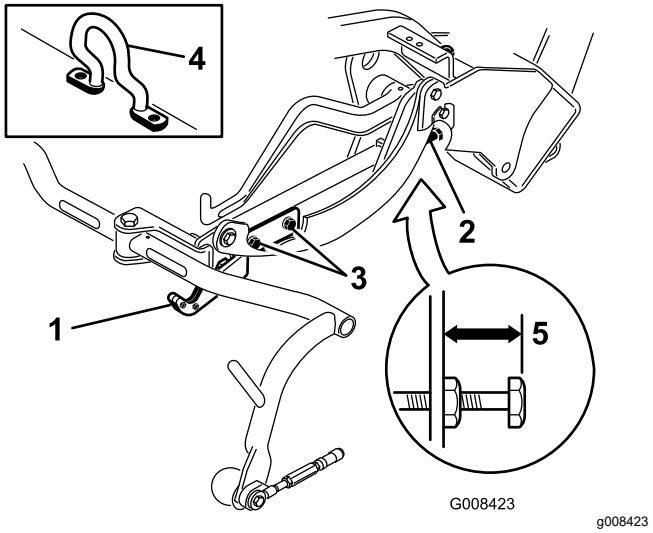
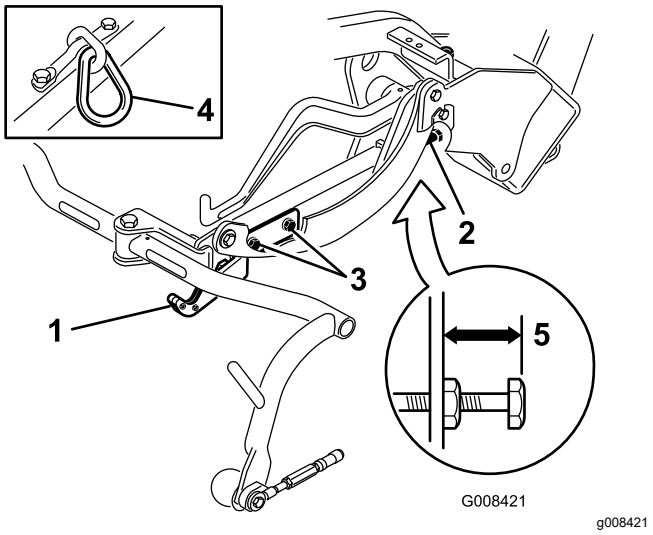
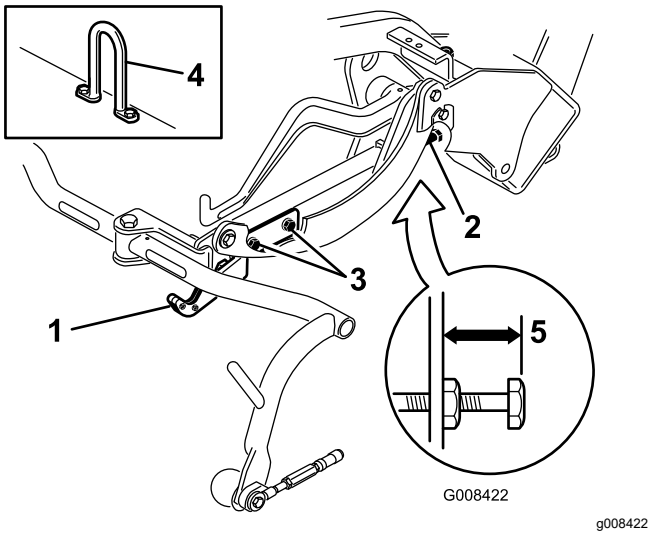

Figure 10
Figure 11
Figure 12
Vérifiez la hauteur de transport (Figure 11 et Figure 12) et ajustez-la au besoin.
2. Sur les unités de coupe équipées d'un crochet de levage décentré (Figure 10, détail), vérifiez qu'un espace de 25 mm existe entre le haut de la vis de réglage du bâti porteur et l'arrière du bâti porteur. Si l'espace n'est pas correct, passez à l'opération 4.
3. Sur les unités de coupe équipées d'un maillon de chaîne ou d'un crochet de levage droit (Figure 11 et Figure 12, détails), vérifiez qu'un espace de 22 mm existe entre le haut de la vis de réglage du bâti porteur et l'arrière du bâti porteur. Si l'espace n'est pas correct (22 mm), passez à l'opération 4. Si l'unité de coupe est équipée d'un crochet de levage décentré (Figure 10), passez à l'opération suivante.
4. Desserrez les vis de fixation de la plaque de transport (Figure 11, Figure 12 et Figure 10).
7. Si les bâtis porteurs ne sont pas tous à la même hauteur, desserrez l'écrou de blocage de la vis de réglage sur chaque bâti (Figure 10, Figure 11 et Figure 12). Tournez la vis vers l'extérieur pour élever le bâti ou vers l'intérieur pour l'abaisser. Serrez l'écrou de blocage une fois que vous avez obtenu la hauteur correcte.